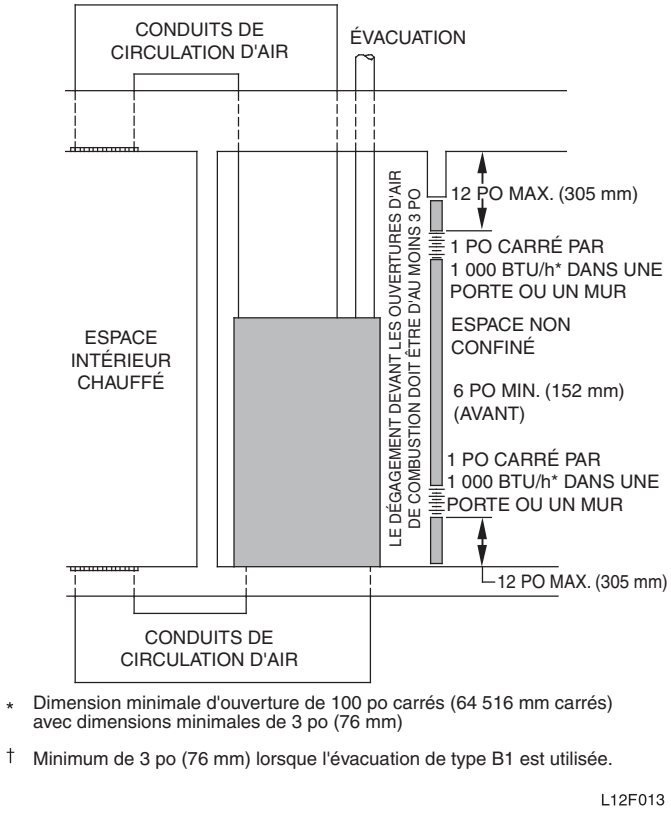

Fig. 7 – Air de combustion, de ventilation et de dilution venant de l'extérieur
b. Combinaison d'espaces situés sur le même niveau. Chaque ouverture doit présenter un espace libre d'au moins 1 po^2/1 000 BTUH (2 000 mm^2/kW) de puissance d'entrée totale de tous les appareils à gaz, mais sans être inférieur à 100 po^2 (0,06 m^2). Une première ouverture doit être faite à une distance maximale de12 po (300 mm) en dessous du plafond et une seconde à une distance maximale de 12 po (300 mm) du sol. La dimension des ouvertures d'air doit atteindre au moins 3 po (80 mm). Consultez la fig. 7.